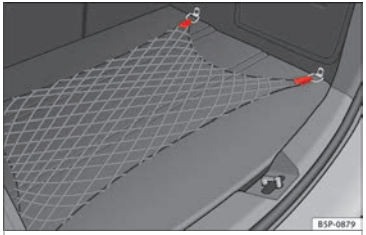

Fig. 111 Boot storage net.
– Use the fastening rings located on the side of the boot to attach the retaining net ››› **Fig. 111**.